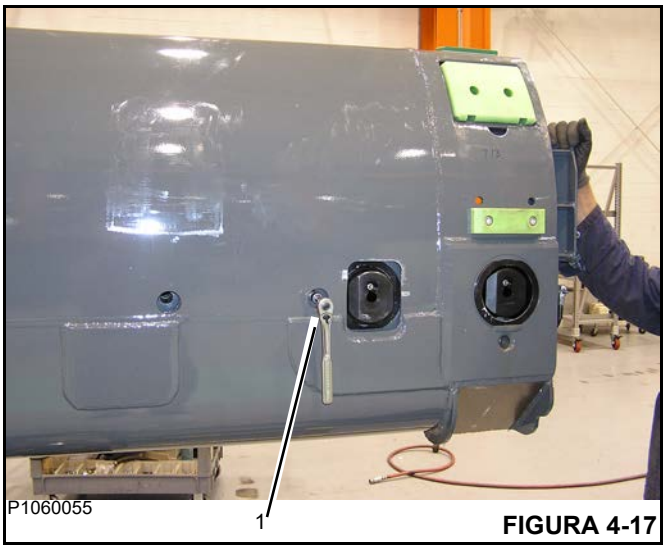

FIGURA 4-17
2. Destrave os pinos da seção que pertencem à seção 2 usando parafusos de trava (1) (Figura 4-17) para soltá-los dos recortes na seção 1.
2. Destrave os pinos da seção que pertencem à seção 3 usando parafusos de trava para soltá-los dos recortes na seção 2 (Figura 4-17).